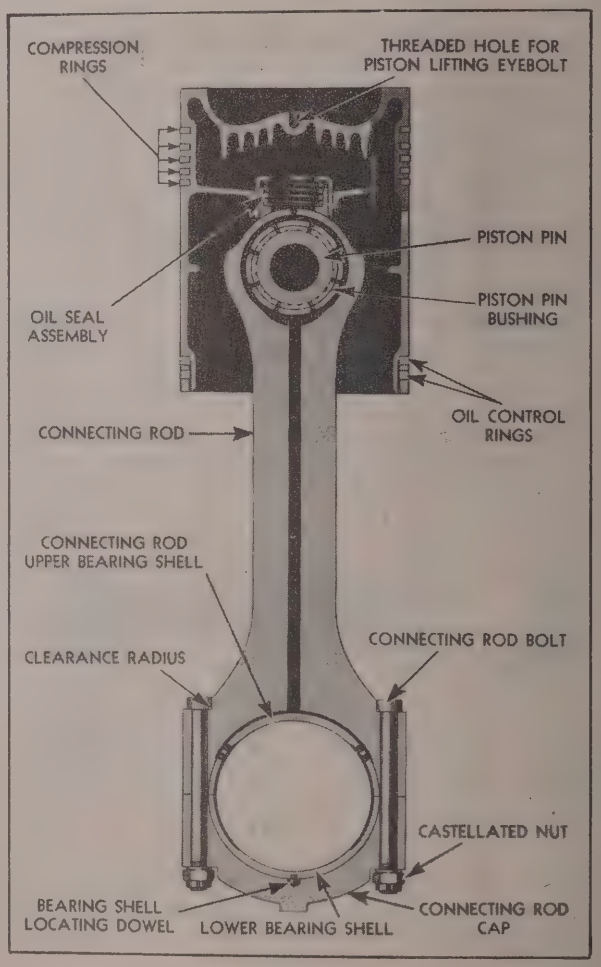

Fig. 3H
See Figs. 3H and 4H
3. Install connecting rod bolts and lower bearing shell and cap with markings matched. Be sure connecting rod bolt heads are in proper position with clearance radius as shown in Fig. 3H. Tighten nuts, and insert cotter pins.